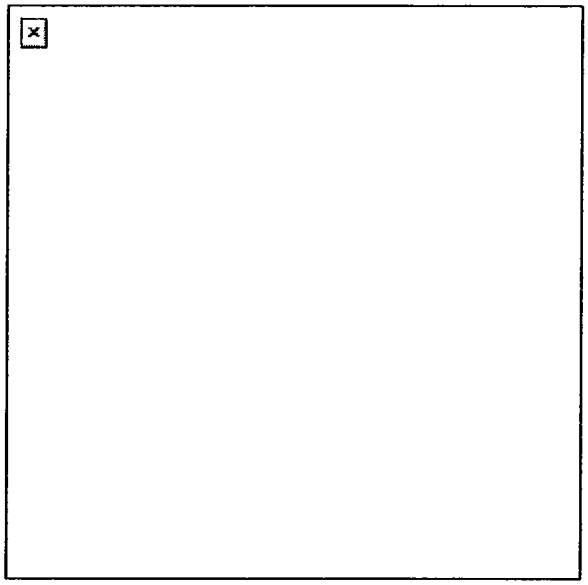

Figure 8. Sniper positions.
(1) Sniper positions should be on or near the top of the building being defended to allow greater fields of fire (Figure 8).